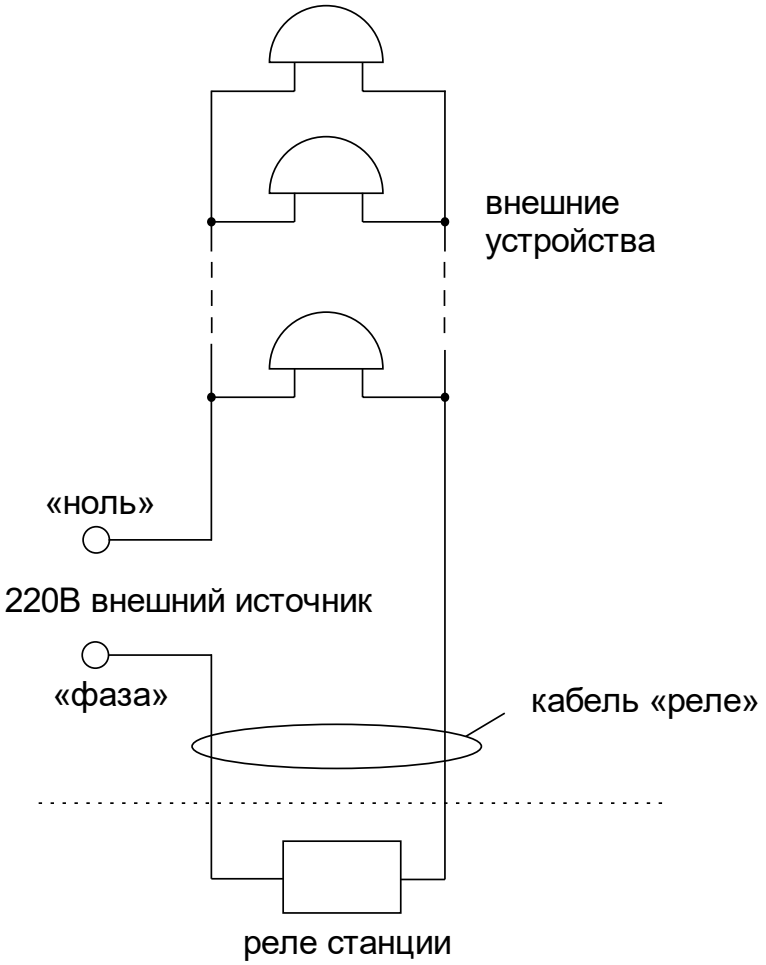

Рис. 1.
Внешние устройства должны подключаться к часовой станции по схеме рис. 1. При этом для питания внешних устройств используется внешнее электропитание 220 В, независимое от электропитания часовой станции.
4.5. Кабель «Реле» необходимо подключить, используя клеммную колодку (коробку), следующим образом (см. схему на рис.1). На один из проводов кабеля «Реле» необходимо подать «фазу» внешнего напряжения электросети 220 В, предназначенной для питания внешних устройств; второй провод кабеля «Реле» подключить непосредственно к одному из входов питания внешних устройств; другой вход питания внешних устройств подключить на «ноль» питающей электросети 220 В. Все внешние устройства должны быть соединены друг с другом по входам питания параллельно. К внешним устройствам относятся, например, школьные звонки громкого боя.